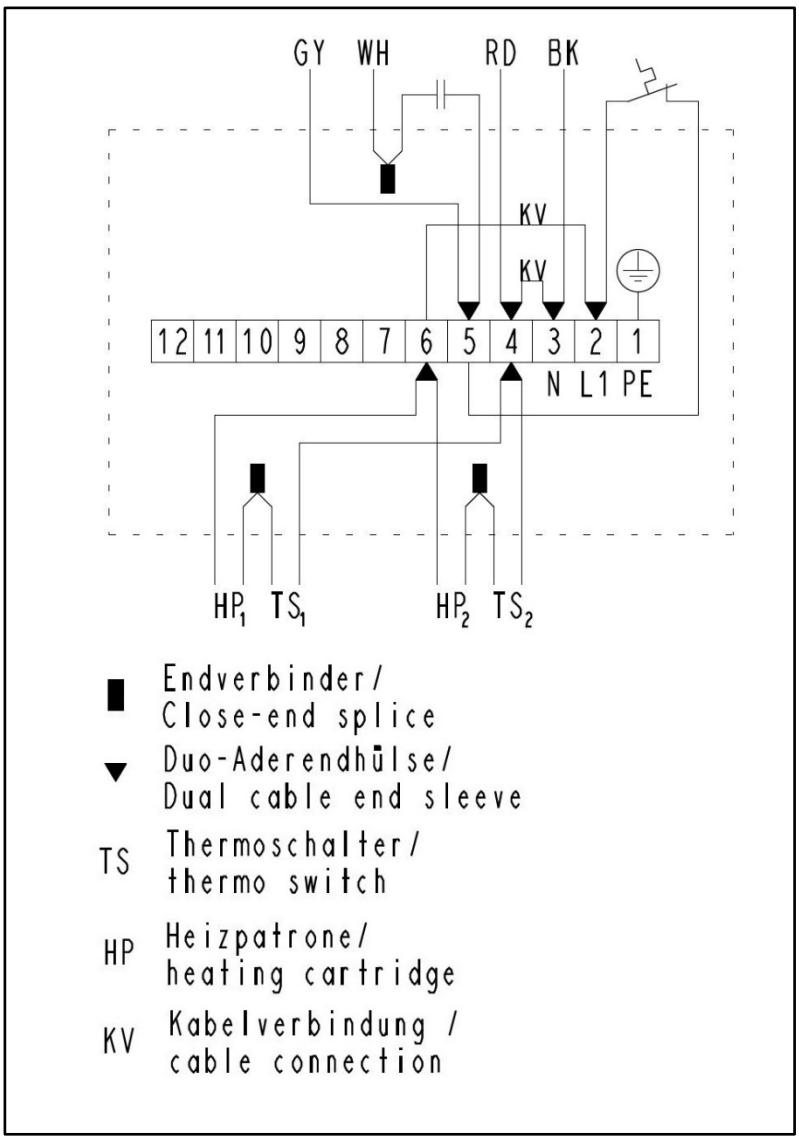
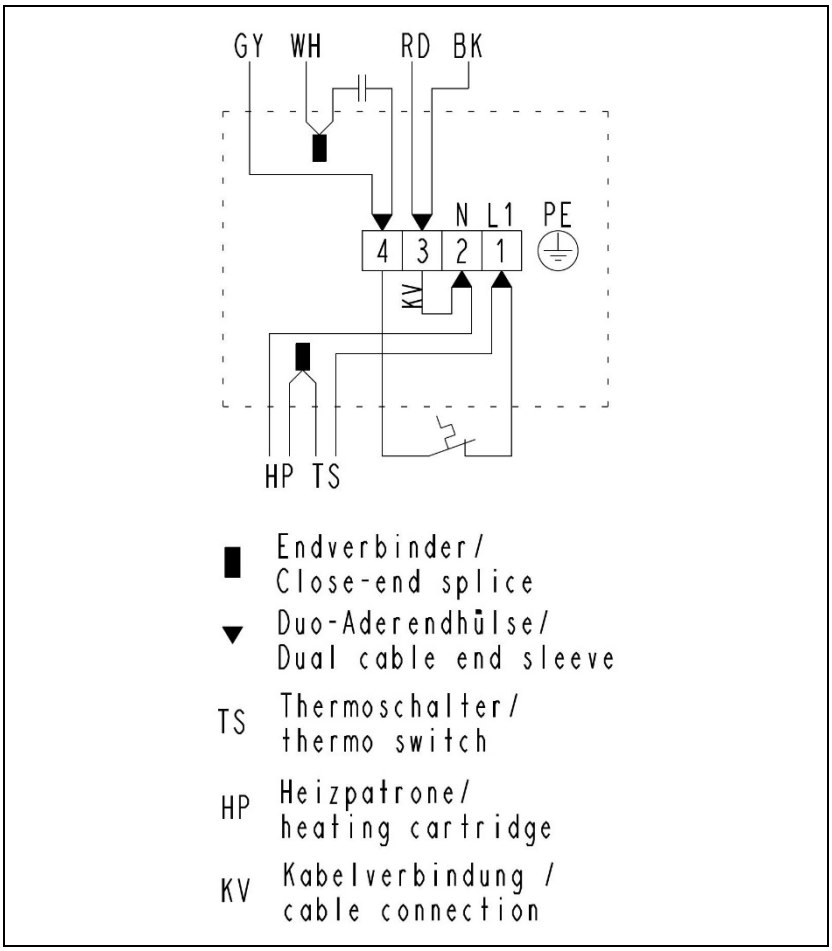

Abb. 13: Elektrische Verschaltung der N 036.0_T.11 E
Abb. 14: Elektrische Verschaltung der N 012/024/036.11 E
5. Netzkabel an den Anschlüssen L 1 und N der Lüsterklemmen anschließen (siehe Abb. 13 und Abb. 14).